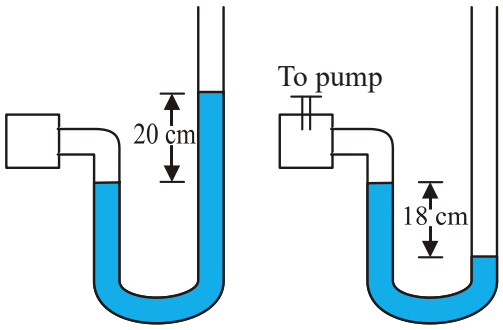

Fig. 10.25
10.22 A manometer reads the pressure of a gas in an enclosure as shown in Fig. 10.25 (a) When a pump removes some of the gas, the manometer reads as in Fig. 10.25 (b) The liquid used in the manometers is mercury and the atmospheric pressure is 76 cm of mercury.